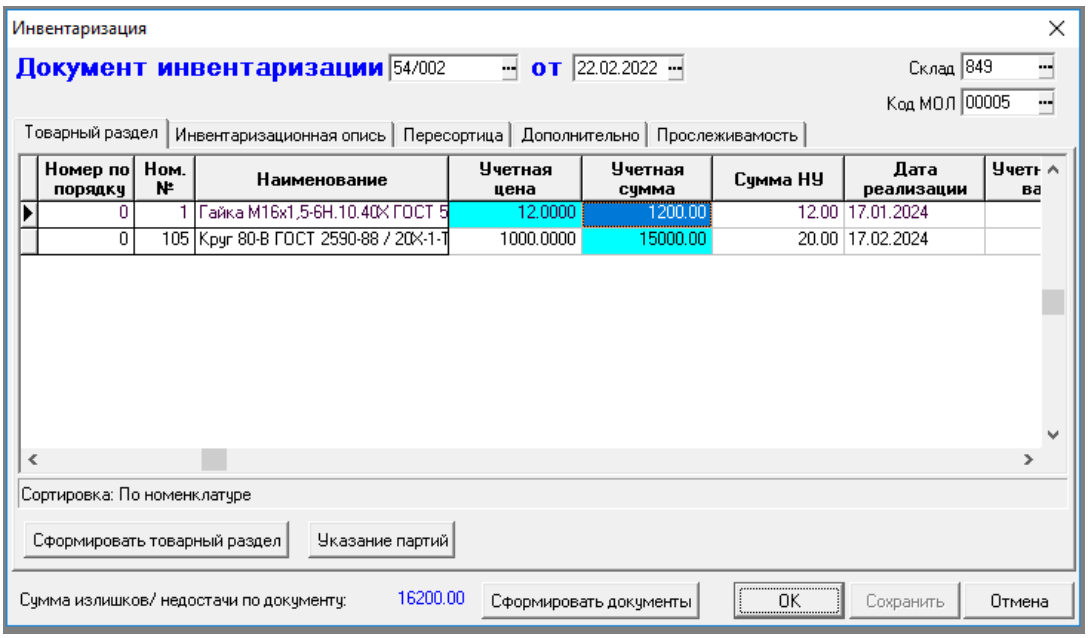

Рис.5.5 Документ инвентаризации, товарный раздел
- перейти на закладку **Товарный раздел**, нажать на кнопку **Сформировать товарный раздел**. В таблице появится список ТМЦ, имеющих расхождения в фактическом и учетном остатках (рис. 5.5);